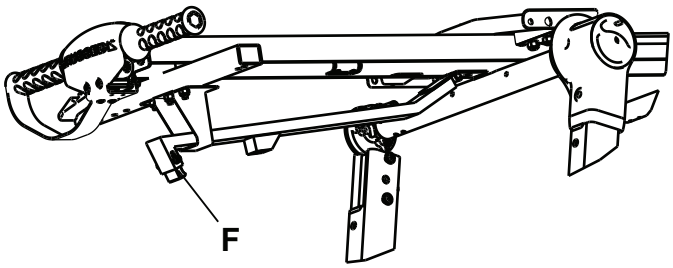

Figur 17 – Justering af krogens spids
2. Test udladning af båren fra køretøjet for at bekræfte, at sikkerhedskrogen forbinder sig med gribepladen. Ved hjælp af en M5 unbrakonøgle justeres krogens spids (F) efter behov for at sikre, at sikkerhedskrogen og gribepladen forbindes under udladning (Figur 17).